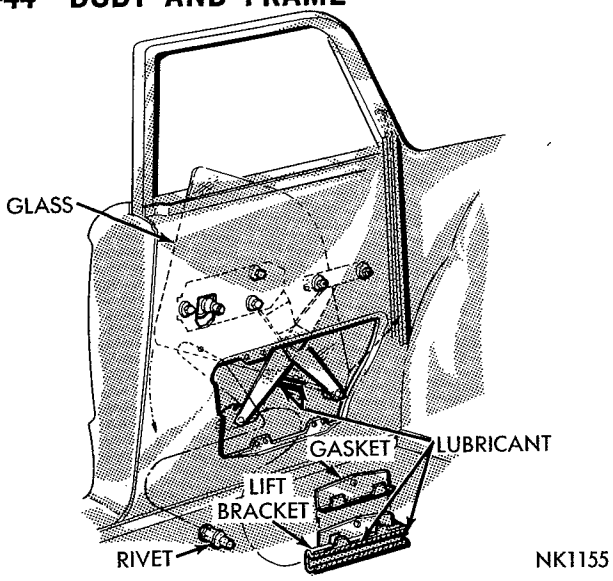

*Fig. 123—Quarter Glass Attachment*
(1) Disengage regulator arm from lift bracket.
(2) Tilt front top edge of glass up (Fig. 123) and pull glass upward disengaging the rear lift bracket